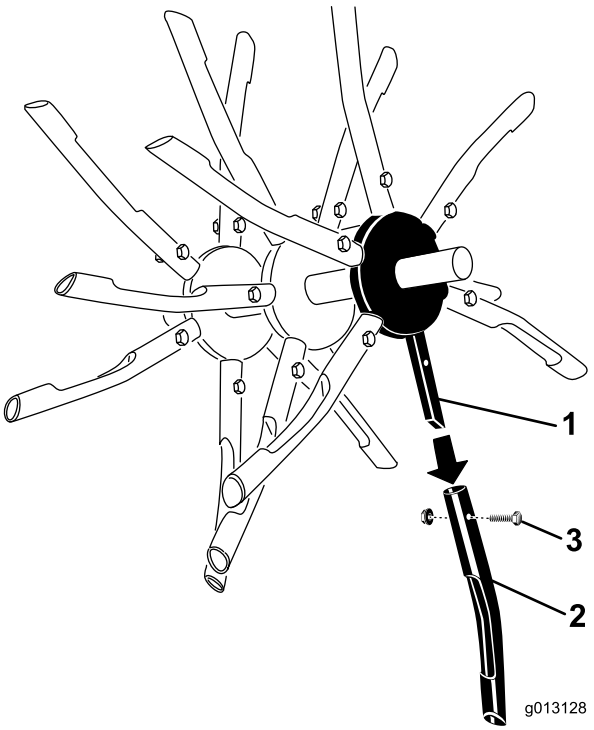

Figure 32
4. S'ils sont endommagés ou cassés, retirez l'écrou et le boulon qui fixent l'ensemble louchets (Figure 32).